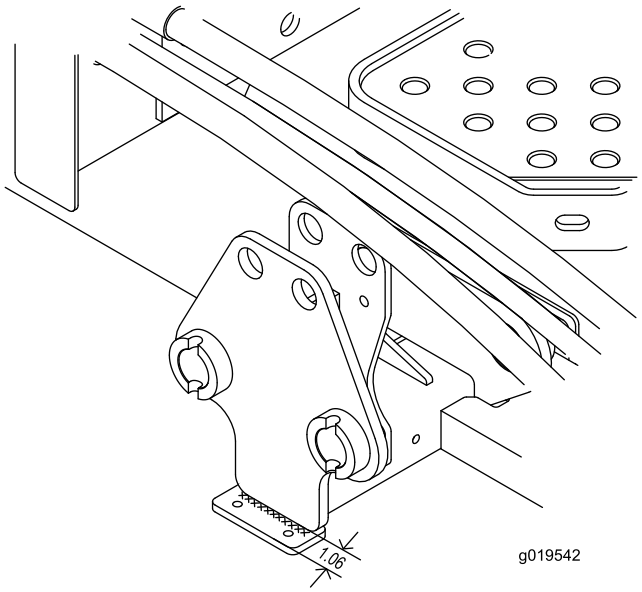

Figura 4
1. Coloque un soporte debajo de cada guardabarros a los bastidores hasta las placas del borde delantero del soporte de la pletina – 1,06 central y lateral de la chapa Figura 4 (). Asegúrese de que los taladros están orientados hacia adelante.
2. Sujete el soporte del guardabarros al bastidor con una placa de 1 / 4 a 2 – 1 / 2 pulgadas (Figura 4). soldadura en ángulo.